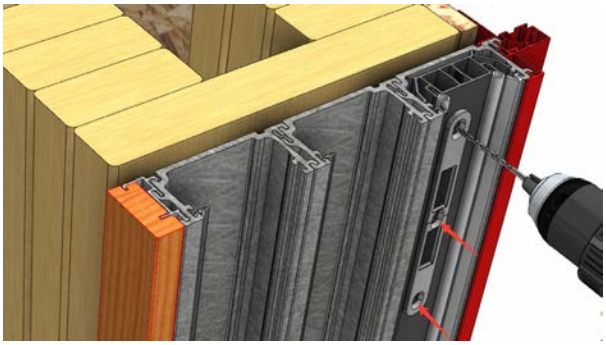

Fig 44
- Use the holes in the jambs from the factory applied screws to drill a 1/8” hole through the jambs and into the framing (Fig 44).